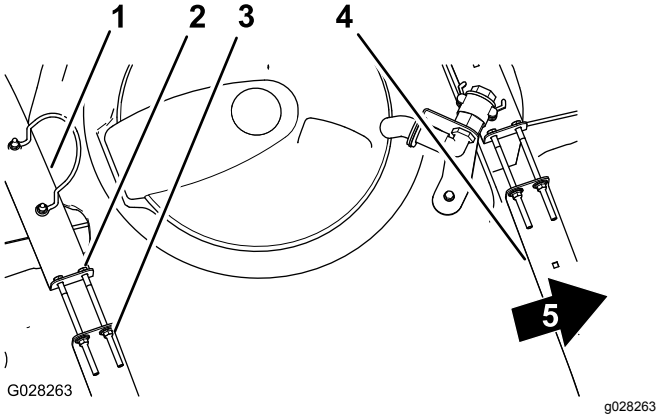

Rysunek 21
2. Sprawdź, czy zbiornik może się poruszać względem pasów zbiornika (Rysunek 21).
3. Jeżeli pasy zbiornika leżą luźno na zbiorniku, dokręć nakrętki zabezpieczające kołnierzowe i śruby u góry pasów, aż pasy będą ściśle przylegać do powierzchni zbiornika (Rysunek 21).